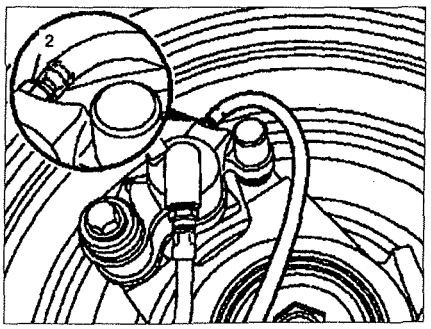

Рис. 1.39. Присоедините сливной шланг к тормозному суппорту.
7. Присоедините сливной шланг **2** к тормозному суппорту (см.рис.1.39).